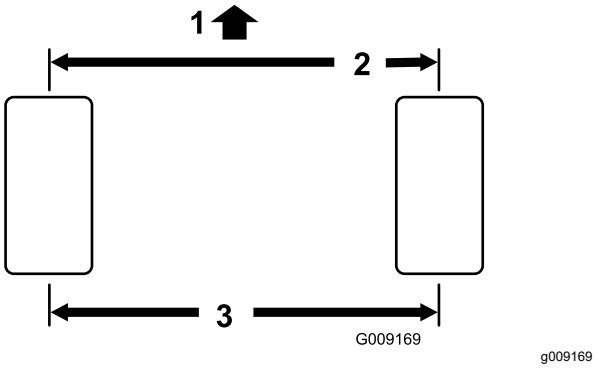

Figur 49
2. Mät avståndet från mitt till mitt (vid axelhöjd) framtill och baktill på styrhjulen (Figur 49).